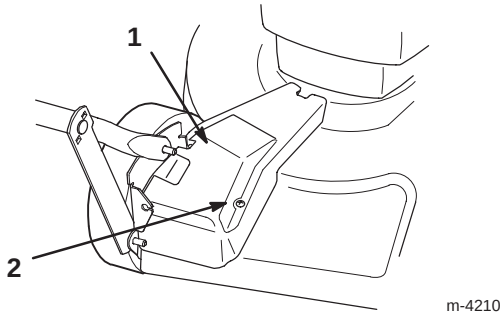

Abbildung 30
1. Bei abgestelltem Motor die Schraube entfernen, mit der die Riemenabdeckung (Abb. 30) am Rasenmähergehäuse befestigt ist.